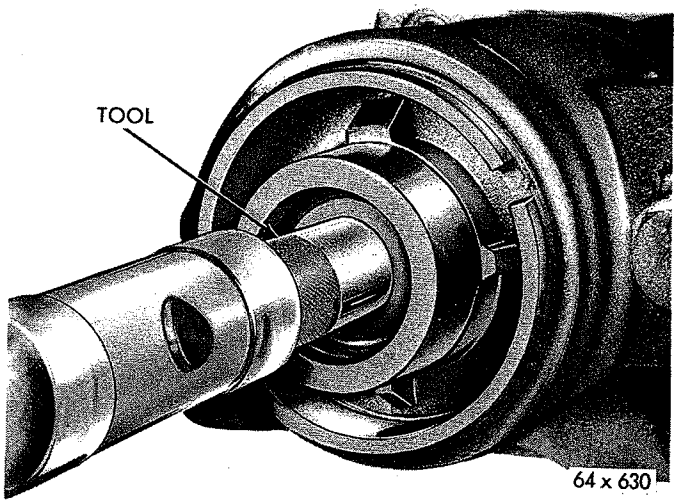

*Fig. 27—Installing Worm Shaft Oil Seal*
(2) Drive new oil seal in place (lip of seal toward housing head) with Tool C-3650 (Fig. 27).